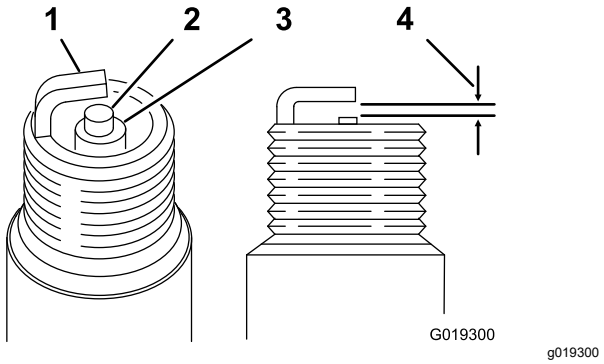

**Figuur 42**
5. Stel voor elke bougie de afstand tussen de centrale elektrode en de massa-elektrode af op 0.76 mm; zie Figuur 42. Plaats de bougies met de juiste elektrodenafstand en monteer deze met een pakkingafdichting. Draai de bougies vast met een torsie van 22 N·m.